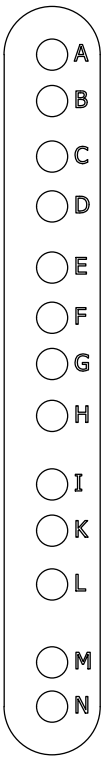

Abbildung 4.6.1 - Lasche
1. Montieren Sie die Lasche, siehe Abbildung 4.6.1, wie in der Tabelle Winkeleinstellungen, siehe Abbildung 4.6.2, beschrieben. Die Lasche ist als Position 5 des Lieferumfanges des VERA20i Lautsprechers sowie als Position 4 des Lieferumfanges der Basslautsprecher enthalten.